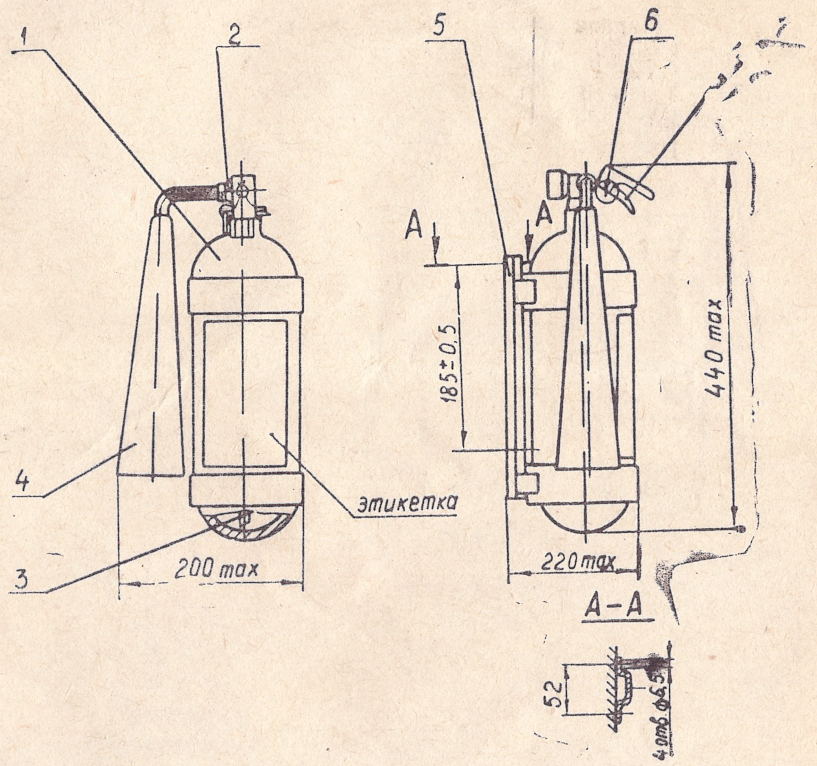

Рис. 1. Огнетушитель ОУ-2
Огнетушитель представляет собой стальной баллон (рис. 1, 2, 3), в горловину которого на конической резьбе ввернута головка запорная 2 с трубкой сифонной 3.
6. 1. При введении огнетушителя в эксплуатацию необходимо присоединить к нему раструб для ОУ-2, ОУ-5, шланг с раструбом для ОУ-8 и закрепить согласно рис. 1, 2, 3.